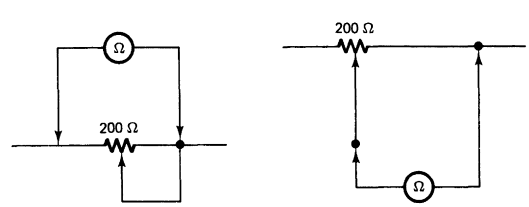

FIGURE 2-1E
11. Alter the connections of the pot as illustrated in Fig. 2-1E.